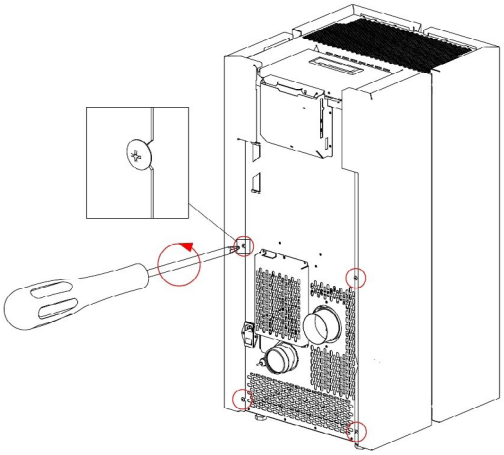

Fig. 36 - Entfernen der Schrauben
- Die 4 hinteren Schrauben herausschrauben (siehe **Fig. 36 auf S. 21**).